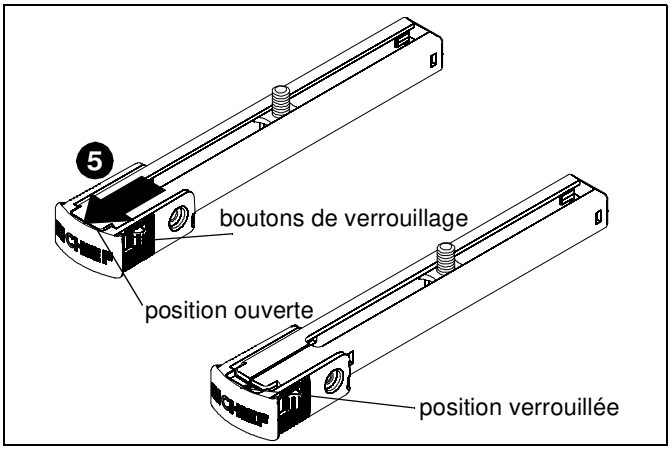

Figure 5
5. Appuyez fermement sur les boutons de verrouillage situés sur le pied du SSBU/SSMU (C) en repoussant simultanément le couvercle enclipsé de la patte de fixation des montants coulissants fournis, jusqu'à ce que le couvercle enclipsé soit en position verrouillée. (Voir la Figure 5)